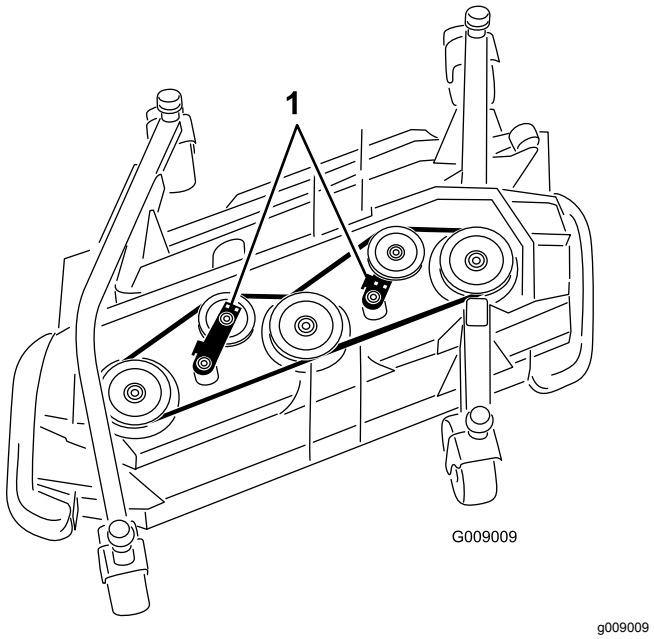

Figur 130
5. Använd en spärrnyckel eller liknande verktyg för att flytta mellanremskivorna bort från drivremmen så att remspänningen minskar och remmen kan glida av skivorna (Figur 130).